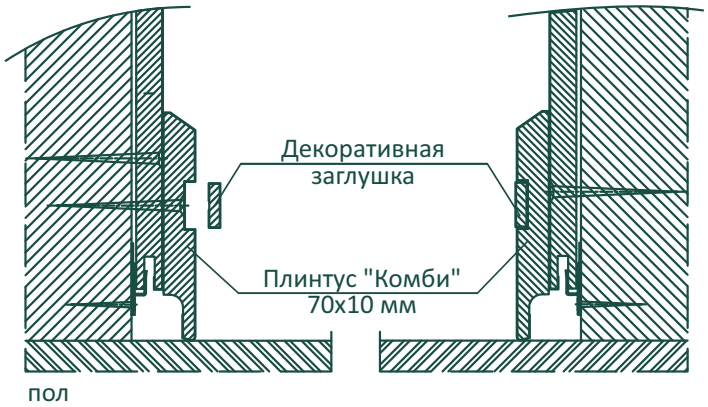

Рис. 4
6. Монтаж плинтуса «Комби» 70х10 мм. Крепить плинтус «Комби» на уровне пола к панелям саморезами через специальный паз, шаг крепления 40-50 см (**Рисунок 4**). Для соединения в углах плинтус необхордимо торцевать под углом 45°.